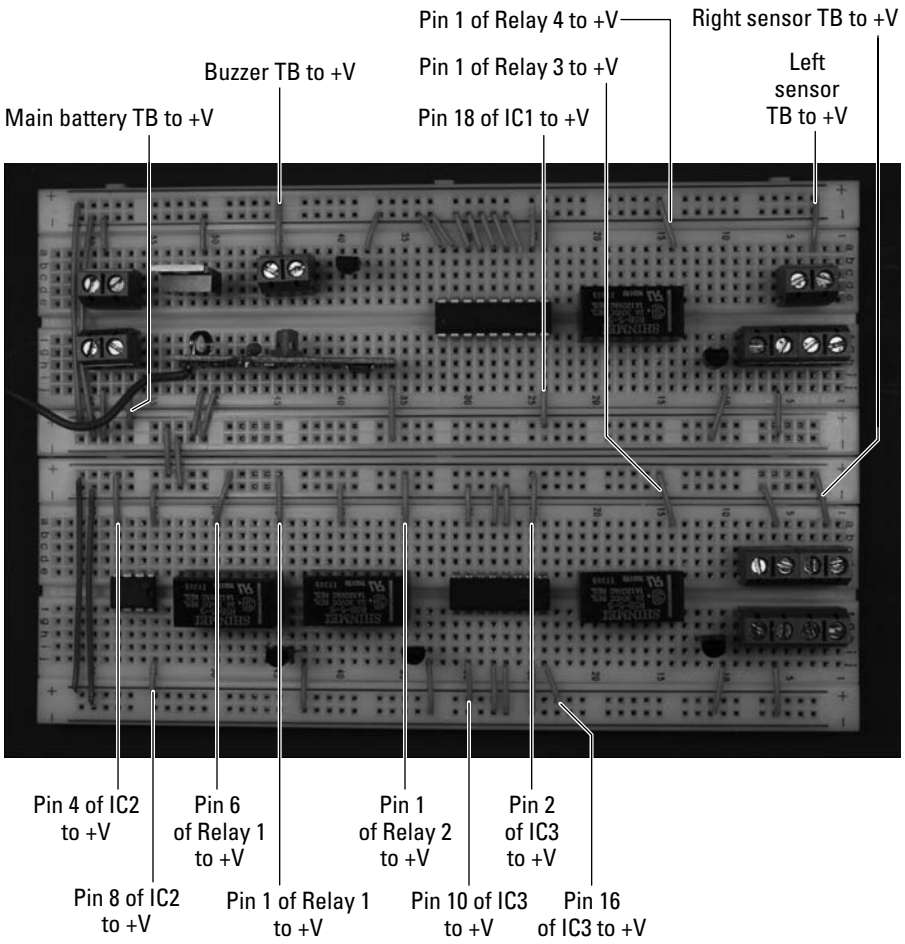

Figure 13-22: Connect components to the +V bus.
5. **Insert wires to connect the ICs, the terminal blocks, relays, and the voltage regulator to the +V bus. Then insert wires between the +V buses to connect them, as shown in Figure 13-22.**